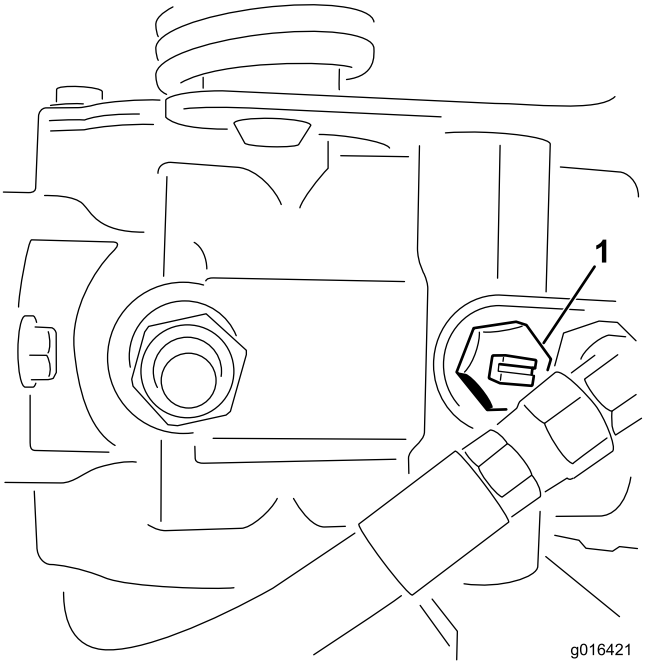

**Figur 32**
1. Lokalisera överströmningsventilen på pumpen och vrid den så att skåran är lodrät (Figur 32).
2. Stäng överströmningsventilen genom att vrida den så att skåran är vågrät (Figur 32) innan du startar motorn.